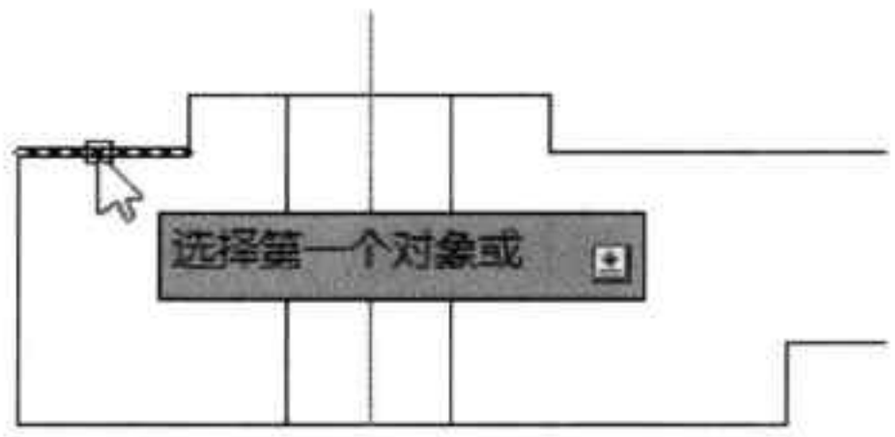

图21-69 选择圆角边
Step 28 执行“圆角”命令，设置半径为 2，选择圆角边，如图 21-69 所示。